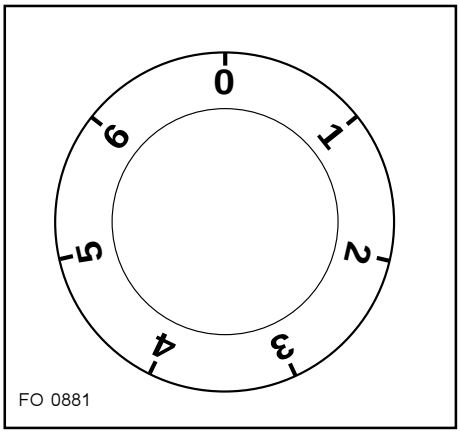

Fig. 1
A) Fig. 1: Il s'agit d'une manette de commande à 7 positions: 0 = éteint, alors que les positions de 1 à 6 indiquent les niveaux de puissance jusqu'au maximum.